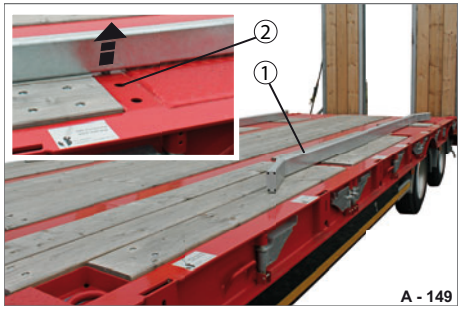

Abb. 145 Sicherungsschienen versetzen
- ▶ Heben Sie die Sicherungsschiene (Abb. 145/1) hoch.
- ▶ Setzen Sie die Sicherungsschiene in die benötigte Lochung (Abb. 145/2) ein.